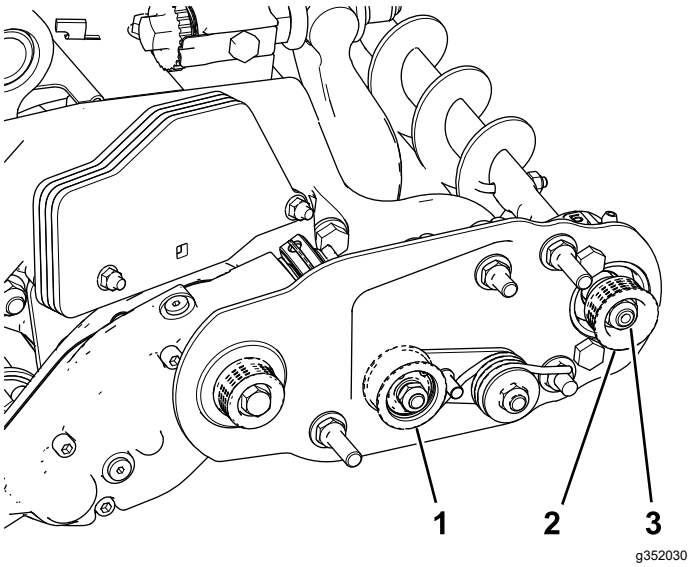

図 24
注 受動プーリローラブラシのシャフト位置のは内外に動かすことができます図 24。
2. リールを回しながらつまり駆動プーリを回しながら、駆動プーリからベルトをはずす図 24。
3. 受動プーリをブラシシャフトに固定しているロックナットを取り外す図 24または図 25。